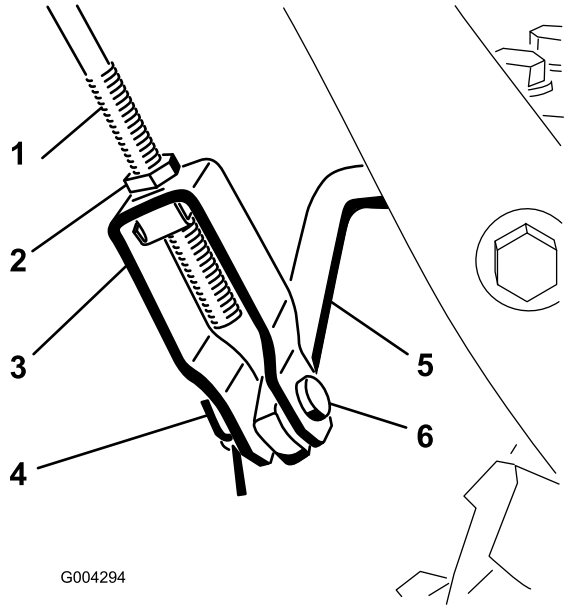

Figure 8
1. Loosen the jam nut above the clevis on the upper control rod (Figure 8).
2. Align the holes in the clevis and the lower control rod and insert the clevis pin (Figure 8).
C. Thread the clevis up or down to increase or decrease the distance between the top of the handgrip and the bottom of the auger/impeller drive control lever (Figure 8).
6. When the adjustment is correct, install the clevis pin and secure it in place with the cotter pin (Figure 8).
7. Tighten the jam nut to secure the clevis (Figure 8).